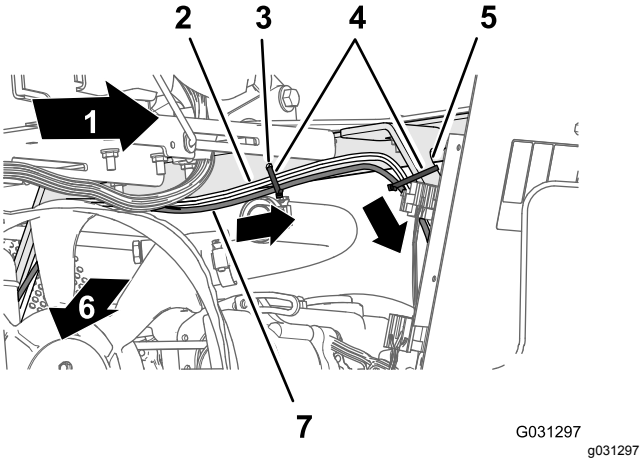
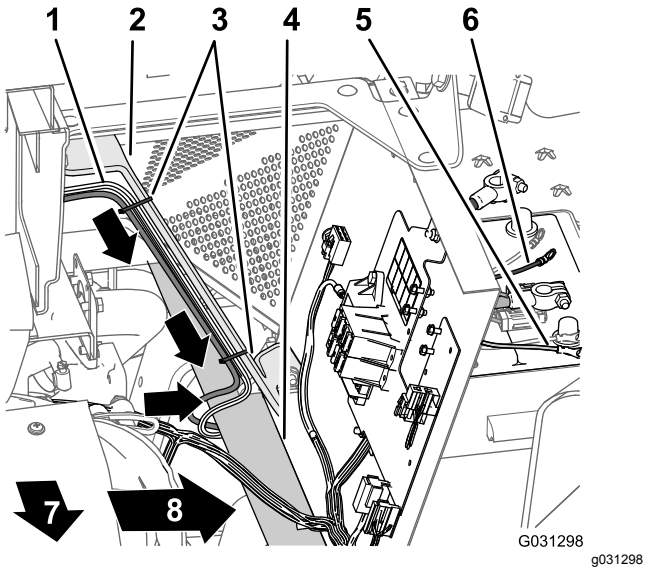

Figur 171
Figur 172
3. Dra elkablagedelen på 220 cm för navigeringssystemet tvärs över säteslådvinkeln och ned längs motorhöljets vänstra stöd och under det vänstra ramröret (Figur 171).
4. Fäst kablaget i hålet i säteslådvinkeln och motorhöljets stöd med tre kabelband (Figur 171 och Figur 172).
5. Dra 10 A-säkringen och de positiva och negativa ringkabelskorna på navigeringssystemets 220 cm långa elkablagedel till batteriets ovansida (Figur 172).